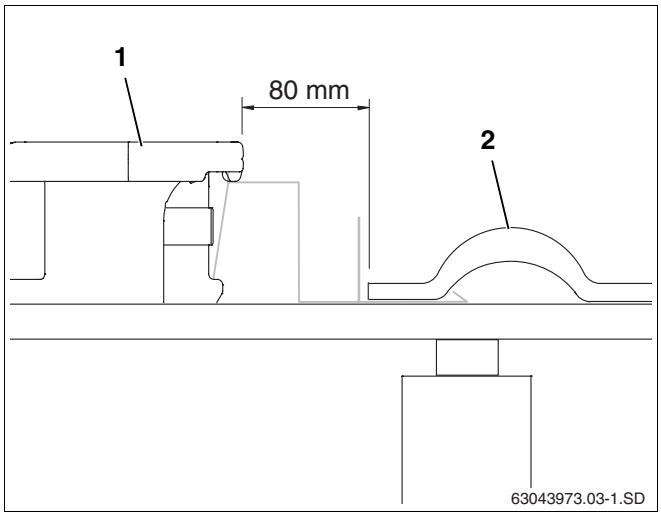

Abb. 22 Ersten Kollektor auflegen und verschrauben
- Ersten Kollektor (Abb. 22, **Pos. 1**) in die Abrutschsicherung gleiten lassen und 80 mm von der äußeren (ggf. geschnittenen) Pfanne (Abb. 22, **Pos. 2**) positionieren.